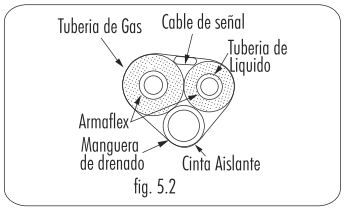

fig. 5.2
2. Considere el orden de la tubería, cable de señal y manguera de drenado, tal como lo indica la fig. 5.2. Es importante mencionar que la manguera debe ir abajo de todos los elementos para evitar escurrimientos. Una vez que estén agrupados, empaquelos con la cinta aislante proporcionada junto con los accesorios.